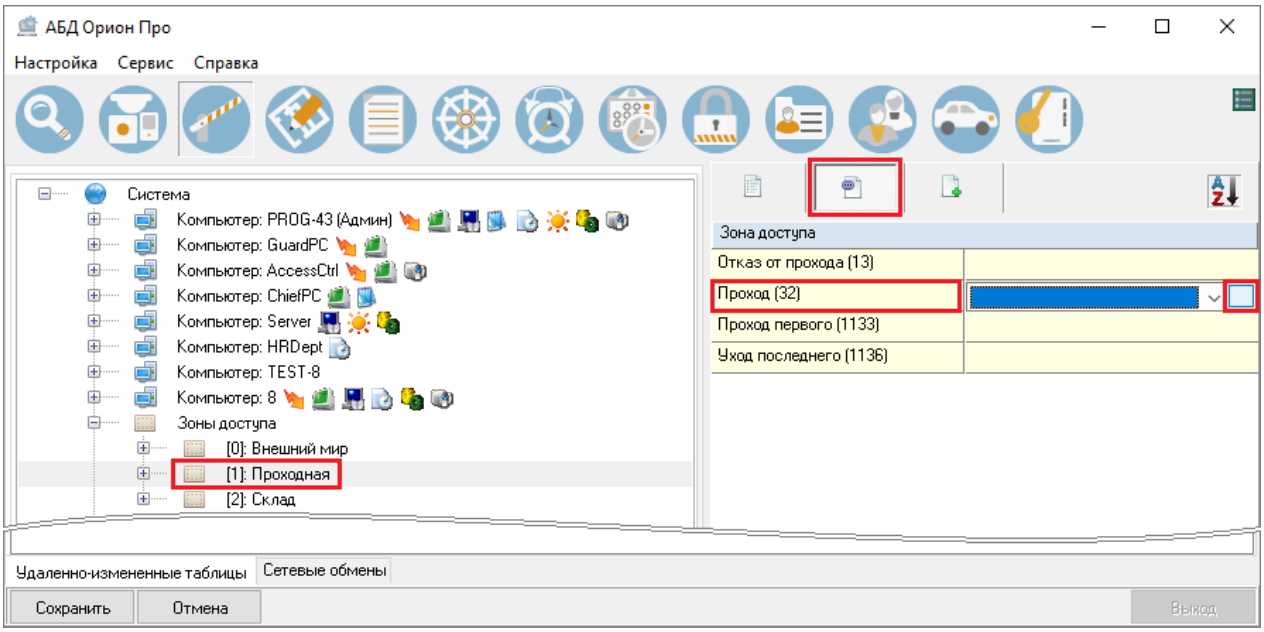

Рисунок 6-40 Переход к расширенной привязке сценариев к событиям объектов системы
- нажмите кнопку справа от поля выбора сценария управления для события (см. Рисунок 6-40);